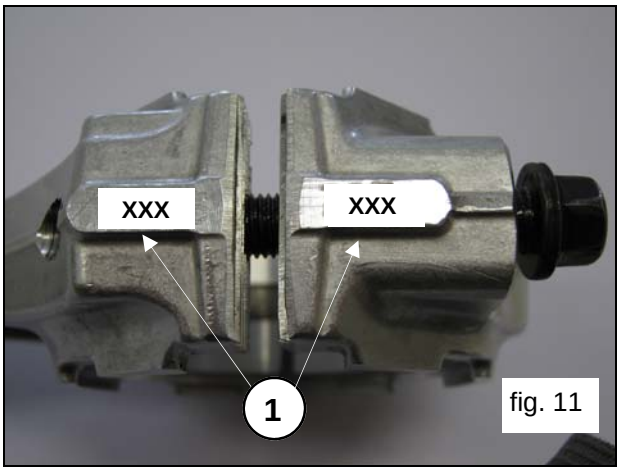

fig. 11
Couple the shanks to the previously disassembled con-rod caps, referring to the numbering (pos.①, fig. 11) .